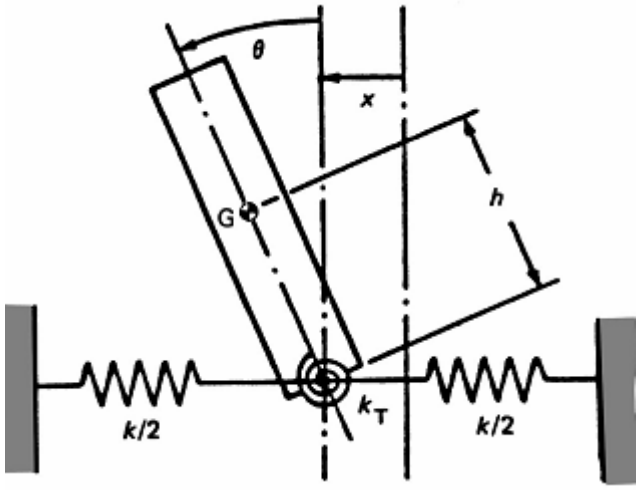

Fig. 3 (Q.5 (a))
Q.5 **(a)** For the study of earthquake a building is idealized as a rigid body of mass M supported on two springs, one giving translation stiffness k and the other rotational stiffness k_T as shown in fig. 3. If I_G is the mass moment of inertia of the building about its mass centre G, write the equation of motion using coordinates x for the translation from the equilibrium position and θ for the rotation of the building. Also determine the frequency equation of the motion. **08**